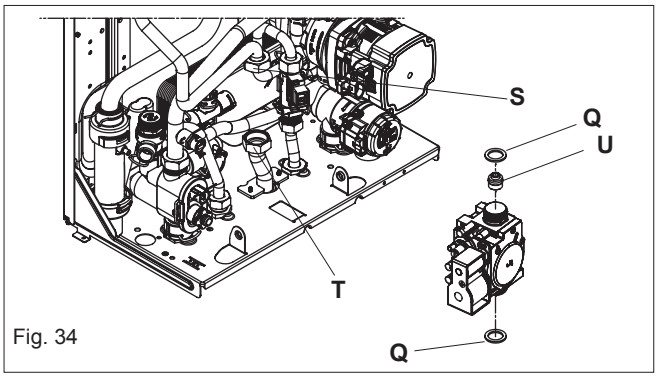

Fig. 34
6.13 GAS VALVE (fig. 34)
6.13.1 INJECTOR (fig. 34)